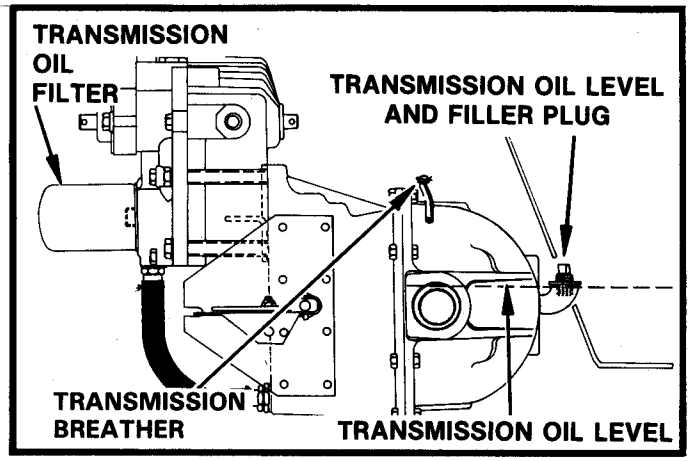

FIGURE 11
5. Remove plug. Oil level should be to the top of the pipe elbow at the filler plug with engine running at fast idle. See Figure 11.
Be sure breather is not clogged. Wipe clean with a rag and solvent. See Figure 11.